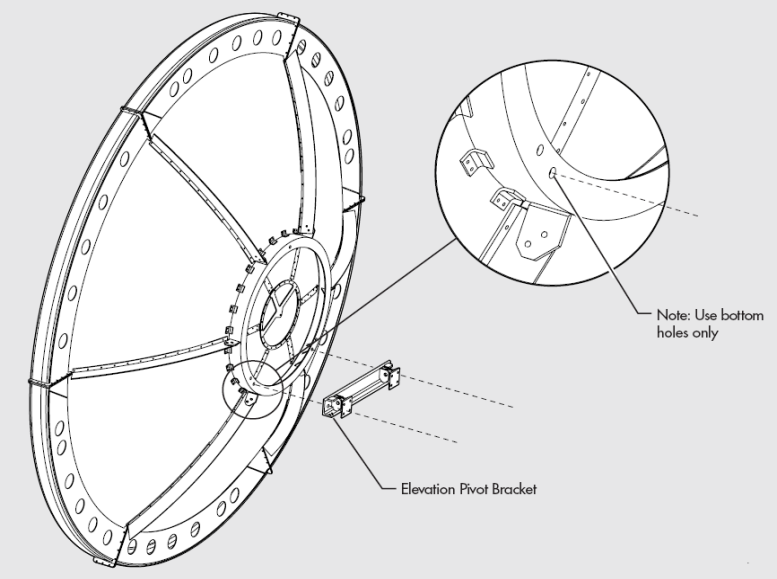

Figure 67 Motorized Mount
Step 1 — For motorizable mount, attach elevation pivot bracket to reflector as shown in figure 67.